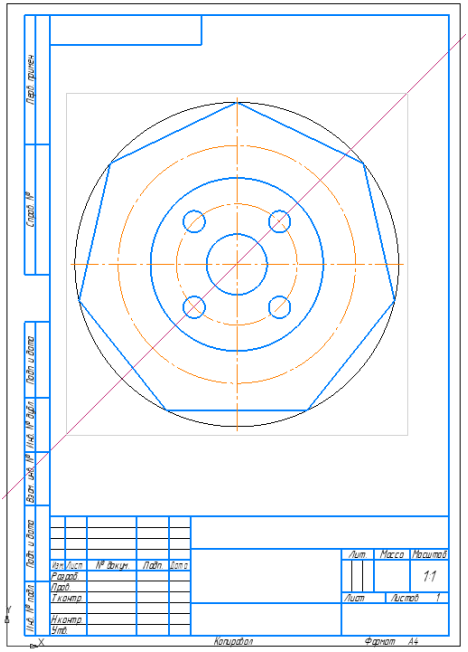

Рис. 5.22
5) В окружность ∅150 впишите равносторонний семиугольник. Для этого в группе ***Геометрия Инструментальной панели*** выберите ***Прямоугольник***. В панели ***Параметры*** активируйте команду ***Многоугольник*** с параметрами: ***Количество вершин*** – 7, ***По описанной окружности***, ∅150, ***Угол*** – 90^0, стиль линии – ***Основная*** (рис. 5.22).